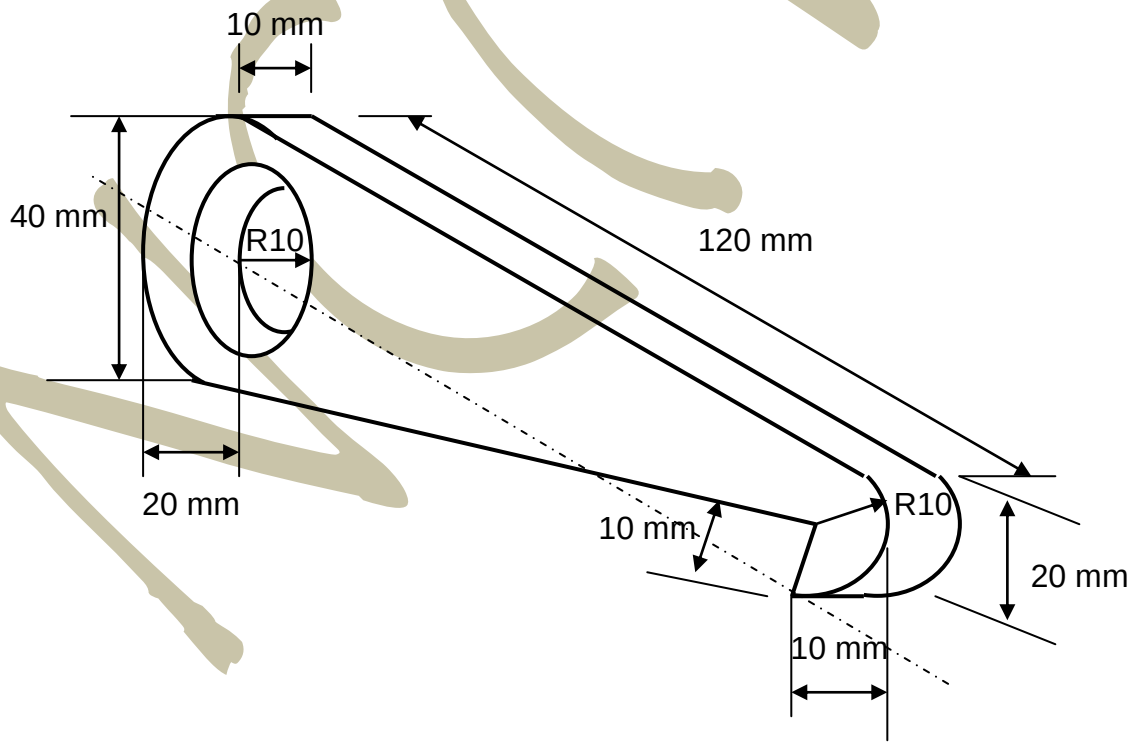

FIGURE 2
2.2 The pawl of an indexing machine is damaged and needs to be replaced. FIGURE 2 below is a freehand drawing of the pawl with the correct measurements.
5.1 Refer to FIGURE 2 of a pawl of an indexing machine that needs to be made of mild steel material.